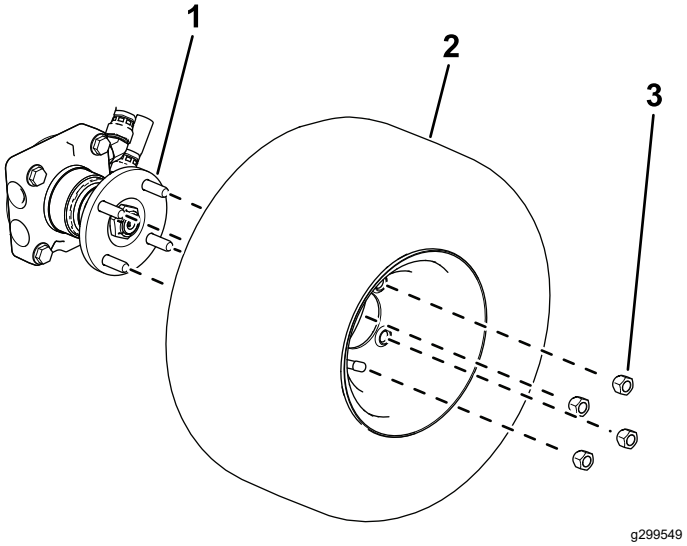

Figur 3
1. Använd fyra hjulmuttrar för att fästa hjulet på hjulnavet (Figur 3).